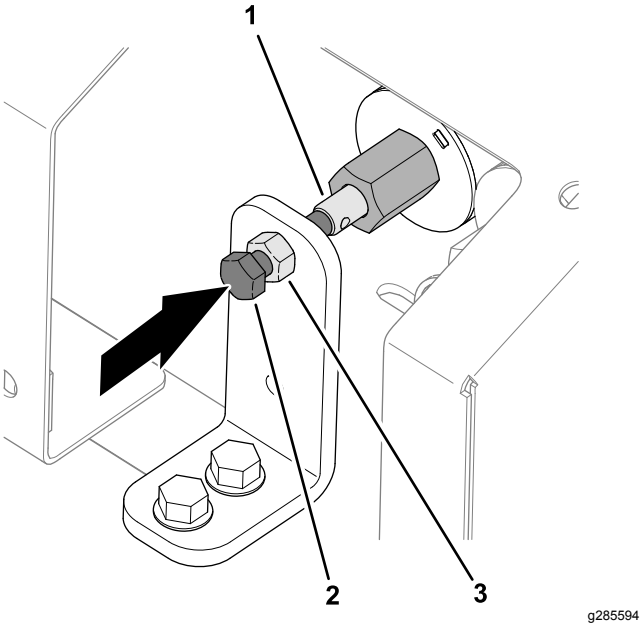

**Rysunek 30**
1. Poluzuj nakrętkę zabezpieczającą na wsporniku sterowania ręcznego (Rysunek 30).
2. Obracaj śrubę z łbem sześciokątnym służącą do ręcznego sterowania zaworem w prawo, aby zwiększać prędkość podłogi (Rysunek 30).